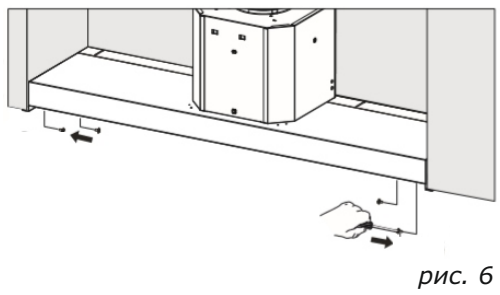

рис. 6
- к полке прибор крепится самонарезающими винтами Ø3,5х13мм (рис. 6);